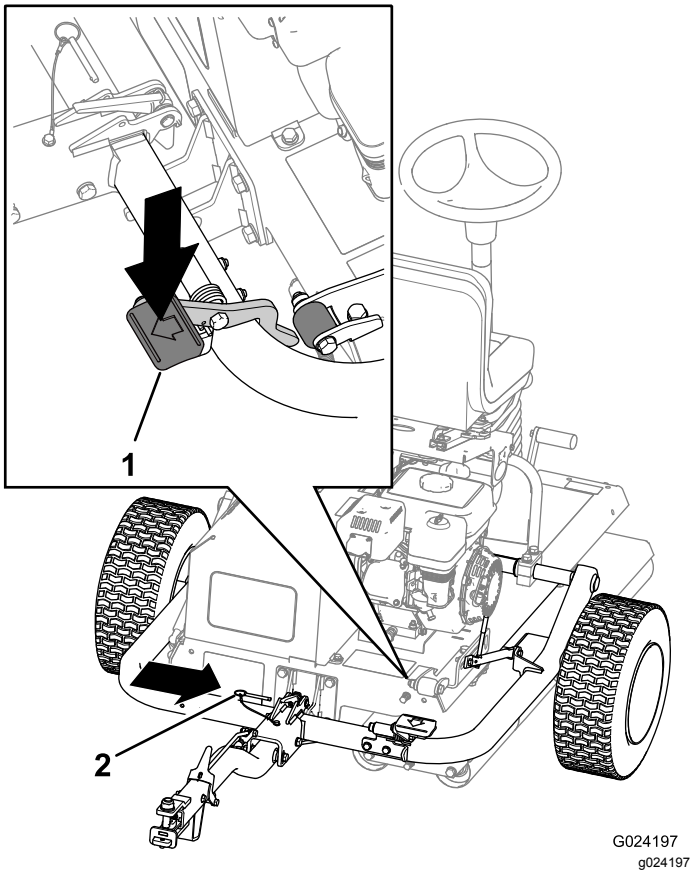

Figur 8
6. Træd på bugsertrækpedalen, indtil bugsertrækket låser på plads (Figur 8).
7. Før låsepinden ind (Figur 8).